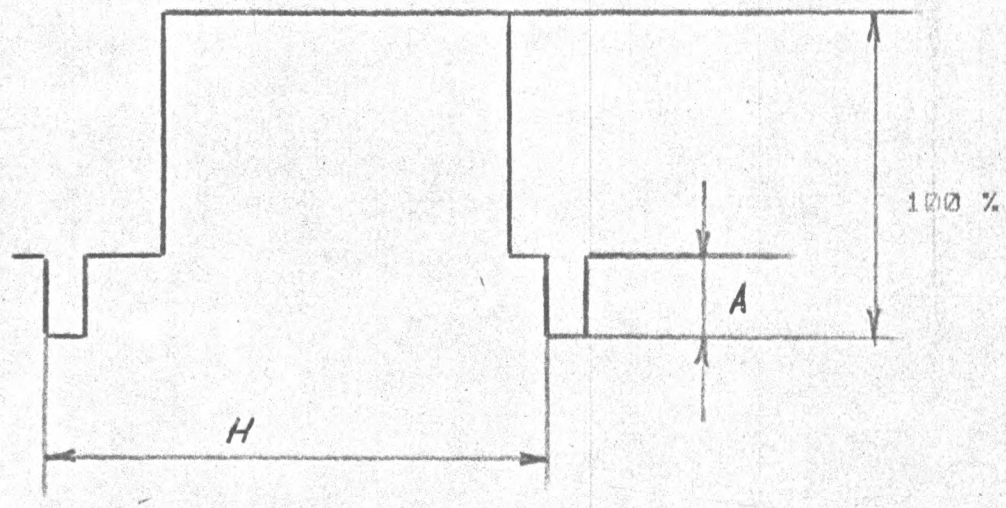

РИС. 7.19
7.6.20.3. ПОДКЛЮЧИТЕ ОСЦИЛЛОГРАФ С1-81 К КОНТАКТУ =A3-XP5:1. УРОВЕНЬ ССП ДОЛЖЕН БЫТЬ A=(24-30)% (РИС. 7.19).